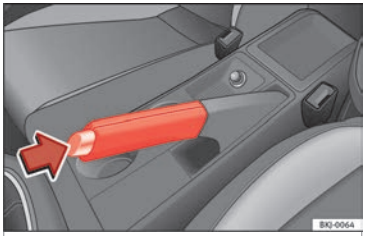

Fig. 180 Freno de mano entre los asientos delanteros.
– Tire con fuerza de la palanca del freno de mano hacia arriba ››› **fig. 180**.
– Tire ligeramente de la palanca hacia arriba, presione el botón de desbloqueo en la dirección de la flecha ››› **fig. 180** y baje completamente la palanca ››› ⚠.